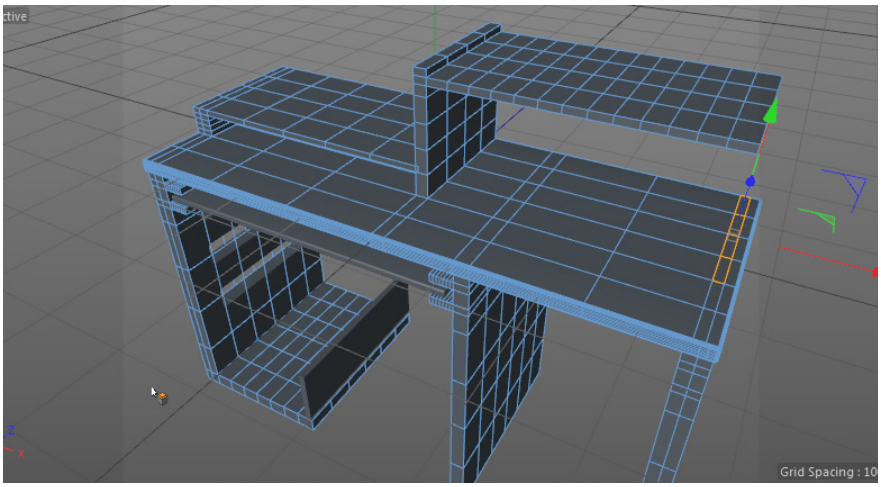

Figure 3-108 *The selected polygons of Computer table*
8. Make sure the polygon mode is activated. Choose the **Live Selection** tool from the Command Palette and make sure that the **Only Select Visible Elements** check box is selected. Now, select the four polygons of *Computer table*, as shown in Figure 3-108.